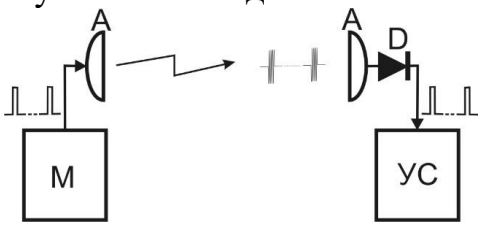
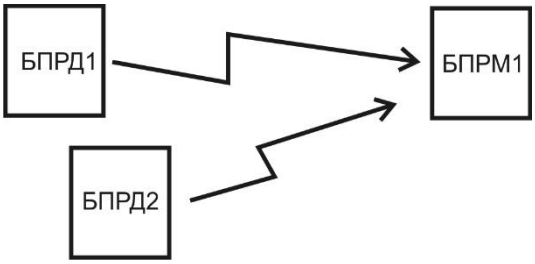

Рис. 6.7
Рис. 6.8
6.3.5.2 Антенна А БПРД, под управлением модулятора М, излучает в направлении антенны А БПРМ радиоимпульсы (см. рис. 6.7). Радиоимпульсы с выхода антенны А (БПРМ) поступают на детектор D, с выхода которого – на узел синхронизации УС.УС определяет их положение во времени и пропускает в узкие «временные ворота» для обработки и принятия решений. Идентификация «собственного» БПРД1 (рис.6.8) при «засветке чужим» соседним БПРД2 достигается выбором разных частотных литер БПРД1 и БПРД2, см п. 6.3.2.2.